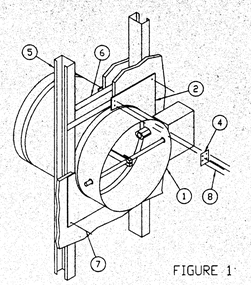

FIGURE 1
9.	ACESS CABINET REAR PANEL, ANGLED TO ALLOW DUCT CONNECTION (BY RUSKIN, USE IS OPTIONAL DEPENDING ON FIGURE 1 OR FIGURE 2 APPLICATION).